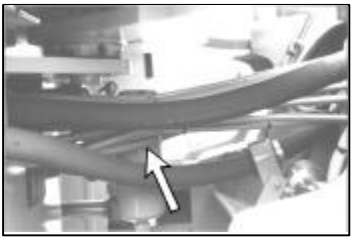

Bild 12
5. Legen Sie die Kabel durch ein Schutzrohr, welches im Set enthalten ist. Befestigen Sie dieses alle 300mm mit Kabelbindern, wenn möglich an existierenden Hydraulik- oder Kabelleitungen. Bei Knicklenkern müssen Sie das Schutzrohr an dem Gelenkbolzen vorbei verlegen (Bild 12). Befestigen Sie die Kabel nicht an dem Fahrzeugkabelbaum.